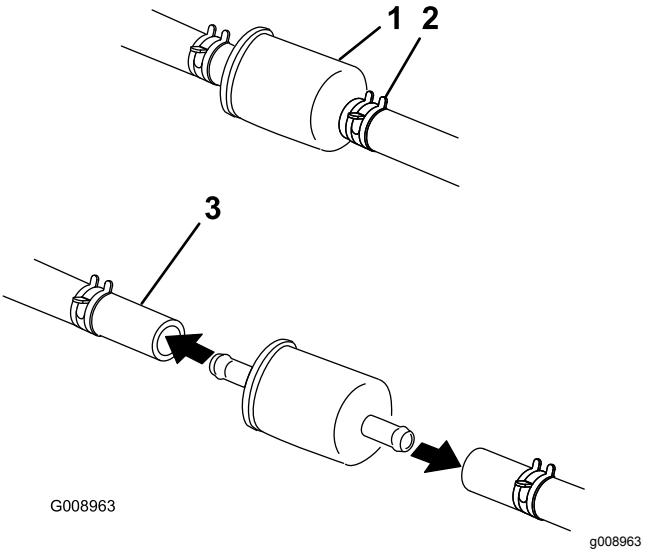

Rysunek 51
2. Oczyść miejsce wokół korka wlewu paliwa, aby zapobiec przedostawaniu się zanieczyszczeń do zbiornika (Rysunek 51).
4. Ściśnij końce obejm przewodu i zsuń je z filtra (Rysunek 51).